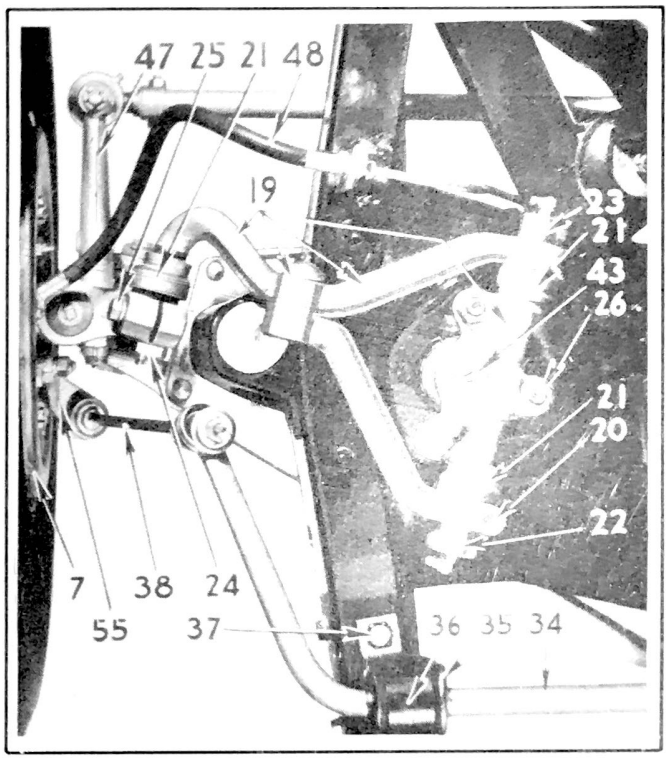

Figure 317 - Front Suspension Detail
UPPER STEERING SPINDLE SUPPORT ARM AND PIVOT REMOVING. Jack up car so that wheels are clear of the floor. Remove wheel and hub assembly. Remove shock absorber retaining nut (43), Fig. 317,
NOTE: The eccentric bushing is removed by removing lock screw (25), Fig. 317, and unscrewing eccentric bushing off from the upper arm. Check caster and camber after replacing. Use tool J 1360 in re-installing the pivot bushings (22 and 23).
UPPER SPINDLE SUPPORT ARM PIVOT FRONT BUSHING REMOVING. Jack up car so that wheels are clear of the floor. Remove upper arm bushing clamp bolt (20), Fig. 317. Screw bushing (23) off of the pivot.
NOTE: Use tool J 1360 in reinstalling the bushing. Place the tool on the outer stud of the pivot (26), Fig. 317, and locate the bushing so that the pivot is central with the tool.
UPPER SUPPORT ARM PIVOT REAR BUSHING REMOVAL. Jack up car so that wheels are clear of the floor. Screw bushing (22) Fig. 317, out of upper support arm and off the pivot arm.
NOTE: Use tool J 1360 in reinstalling the bushing. Place tool on the outer stud (26), Fig. 317, of pivot and locate the bushing so that pivot is central with the tool.
ECCENTRIC BUSHING REMOVING. The eccentric bushing (24), Fig. 317, can be removed by: Placing jack under lower support arm and raise the car off from the floor. Remove the eccentric bushing lock screw (25). Remove the bushing from the steering spindle support and upper support arm.